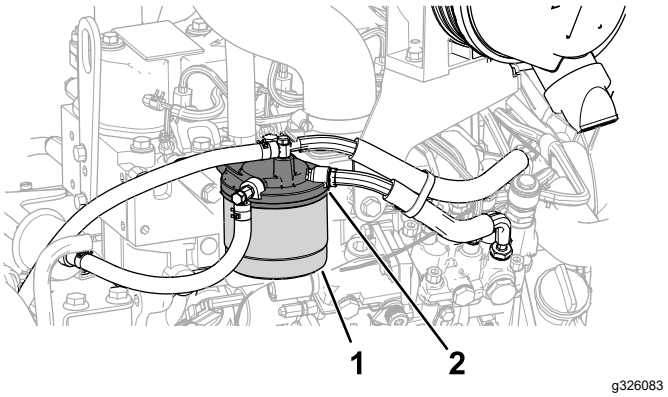

Figura 60
1. Limpie la zona alrededor del cabezal del filtro de combustible (Figura 60).
2. Retire el filtro y limpie la superficie de montaje del cabezal del filtro (Figura 60).